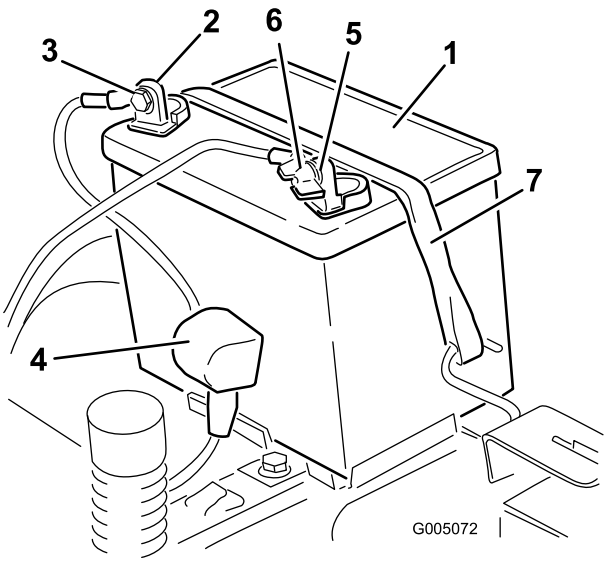

Figuur 47
4. Maak de minkabel (zwart) los van de accupool (Figuur 47).
6. Maak de pluskabel (rood) los van de accupool (Figuur 47).
7. Verwijder de bevestigingsband van de accu (Figuur 47) en til de accu uit de accubak.
1. Plaats de accu in de bak (Figuur 47).
5. Zet de accu vast met de bevestigingsband (Figuur 47).